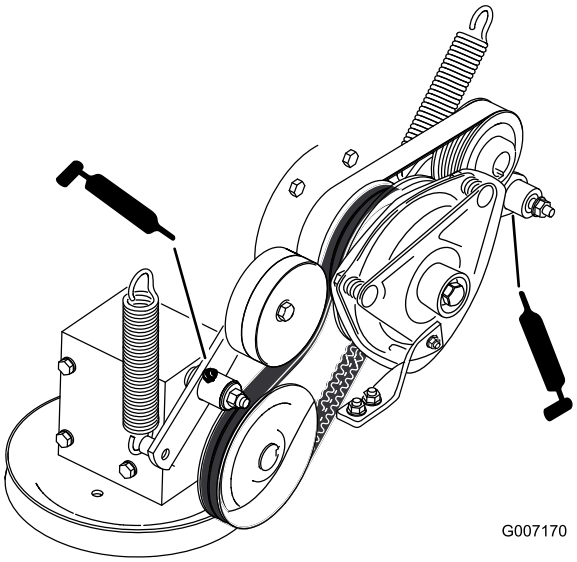

Figur 38
7. Smörj mellandrevsarmen på kraftuttagsdrivremmen (Figur 38).
8. Smörj pumpremmens mellandrevsarm (Figur 38).